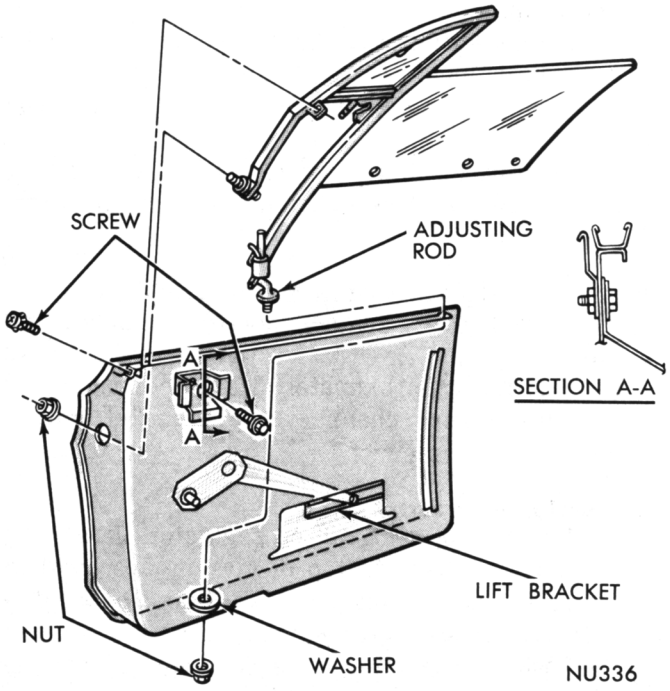

Fig. 35—Glass Replacement
(1) Remove nut and washer from end of division bar adjusting rod (Fig. 35).